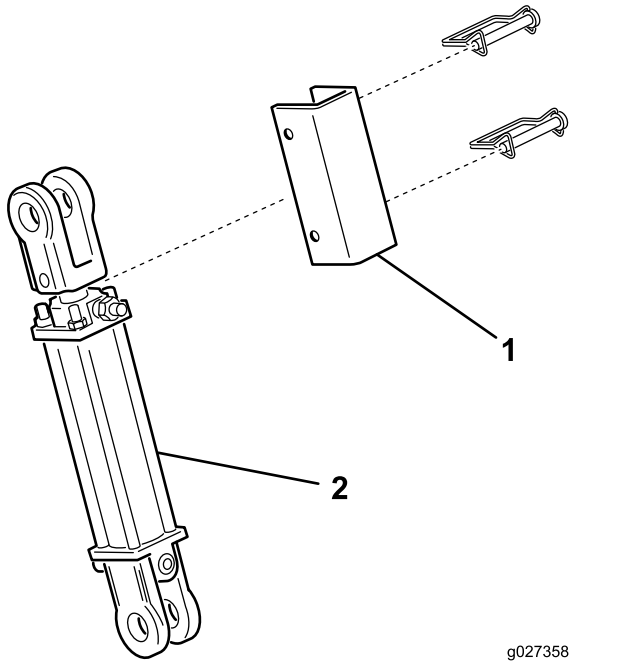

Figura 8
- Asegúrese de que la carcasa está elevada y que las ruedas giratorias no pueden tocar el suelo durante el transporte. Asimismo, asegúrese de que la barra de bloqueo del cilindro (Figura 8) está colocada para evitar que el cilindro de elevación se retraiga durante el transporte.